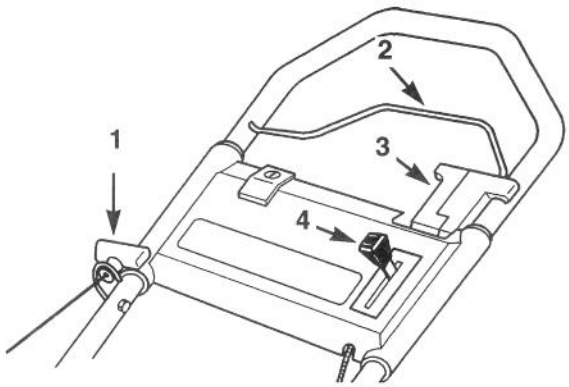

Figure 2
1. CONTROLS—Traction control (self-propelled model), throttle, engine kill control bar and fingertip starter are on the handle (Figure 2)